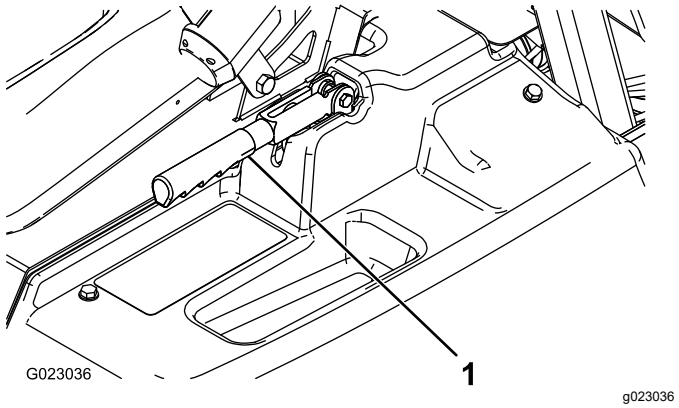

Figura 54
2. Afloje el tornillo de fijación que sujeta el pomo a la palanca del freno de estacionamiento (Figura 54).